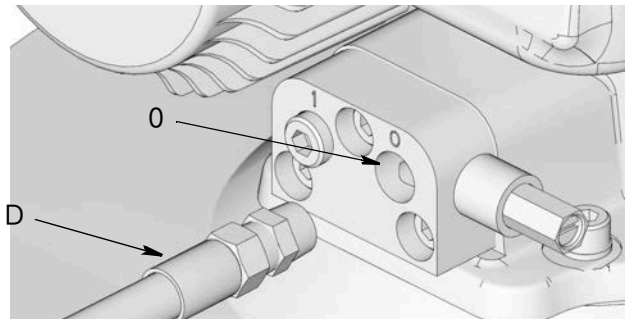

图 11: 润滑剂输出接头
8. 连接定时器 / 控制器 (F)（用户提供，若使用）。
9. 将高压润滑剂供应管路 (D) 连接到排气阀或歧管的润滑剂输出接头 (0) 上（图 11）。